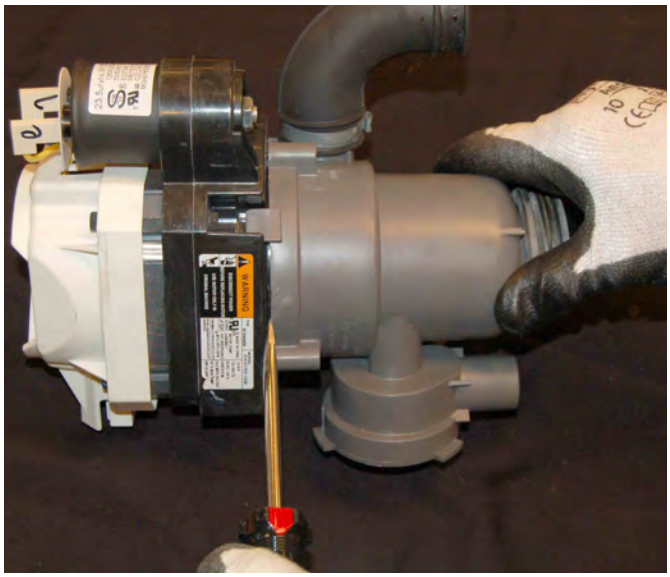

Figure 7
8. Use a screwdriver to separate the pump housing from the motor assembly (see Figure 7).